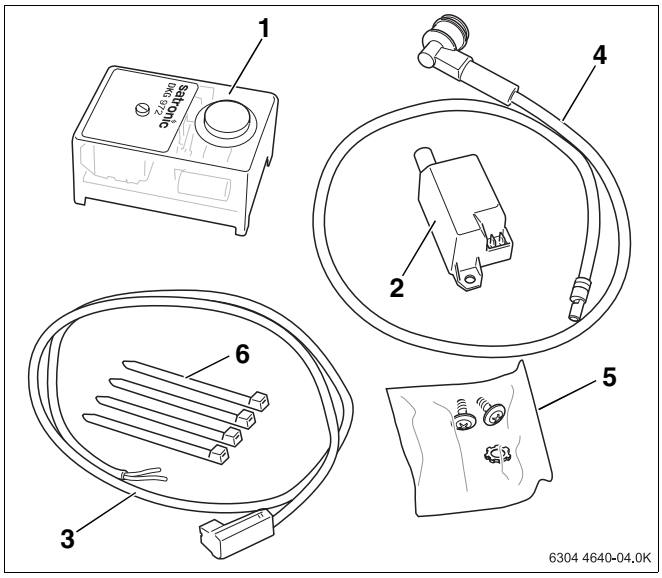
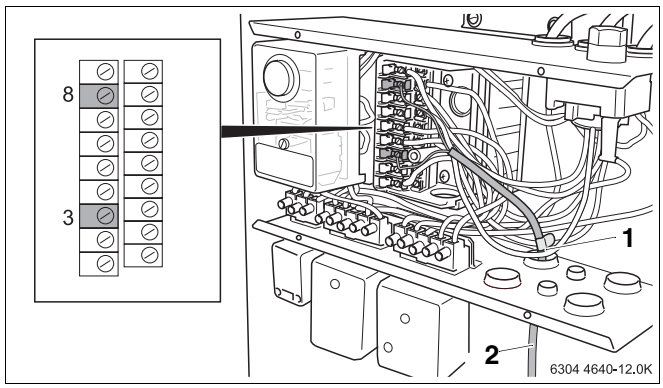

Abb. 1 Lieferumfang
Abb. 9 Anschließen Anschlusskabel
– digitaler Feuerungsautomat DKG (Abb. 1, **Pos. 1**)
– Taktzündeinrichtung (Abb. 1, **Pos. 2**)
– Anschlussleitung Taktzündeinrichtung (Abb. 1, **Pos. 3**)
– Anschlussleitung Zündelektrode (Abb. 1, **Pos. 4**)
– Montagematerial (Abb. 1, **Pos. 5**) bestehend aus einer Zahnscheiben und 2 Flachkopfschrauben sowie 4 Kabelbinder (Abb. 1, **Pos. 6**).
- Neue Anschlussleitung der Taktzündeinrichtung (Abb. 9, **Pos. 2** bzw. Abb. 1, **Pos. 3**) durch die Kabeldurchführung führen und an den Klemmen 8 und 3 der linken Klemmleiste anschließen.
- Kabelsicherung (Abb. 9, **Pos. 1**) anschrauben.